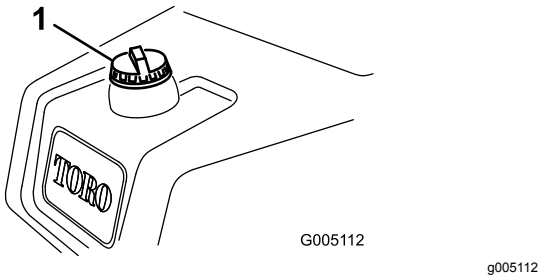

Rysunek 23
1. Oczyść okolice korka zbiornika paliwa (Rysunek 23).